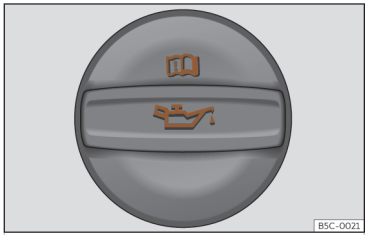

Abb. 216 Deckel der Motoröl-Einfüllöffnung im Motorraum.
- Suchen Sie den Motoröl-Einfüllstutzen. Sie erkennen ihn an dem Symbol auf dem Deckel ››› **(Abb. 216)**.
- Schrauben Sie den Deckel der Motoröl-Einfüllöffnung ab ››› (Abb. 216).